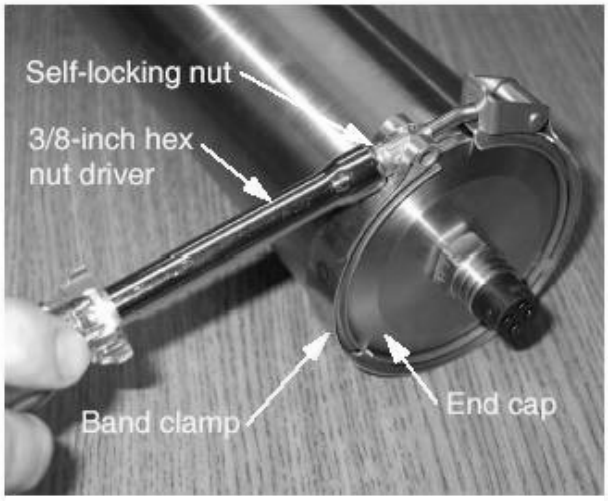

**Figure 1: Loosening the Self-Locking Nut on the Band Clamp**
1. Using a 3/8-inch hex nut driver loosen the self-locking nut on the band clamp securing the end cap as shown in Figure 1.